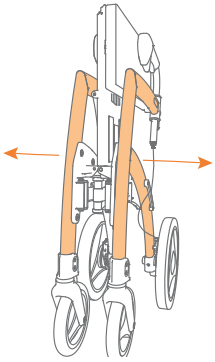

Abbildung 7: Durch Auseinanderziehen des Rahmens auseinanderfalten.
a. Ziehen Sie die Seitenflächen auseinander, bis der Rollator fast vollständig ausgeklappt ist **(Abbildung 7)**.